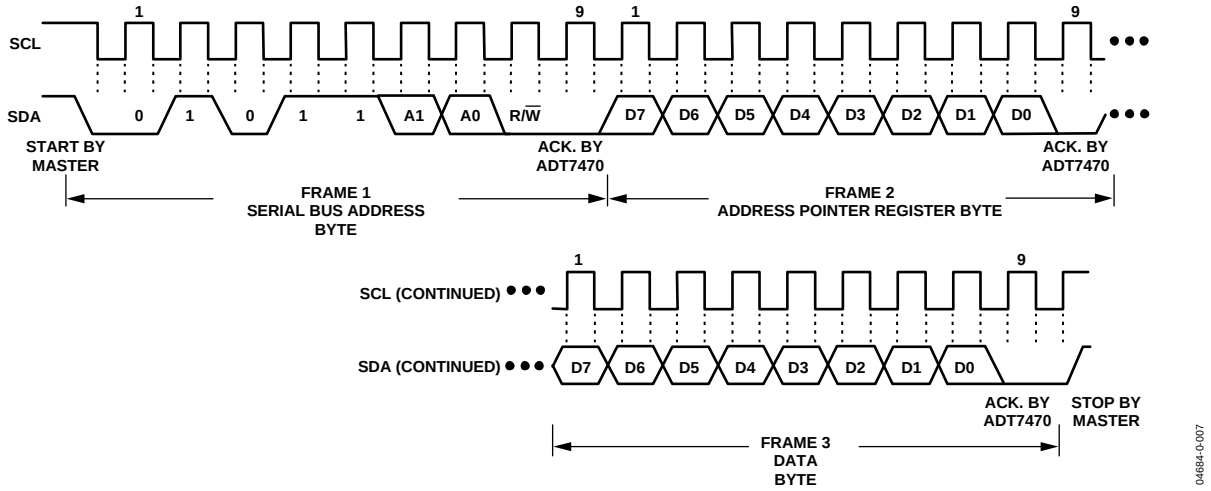
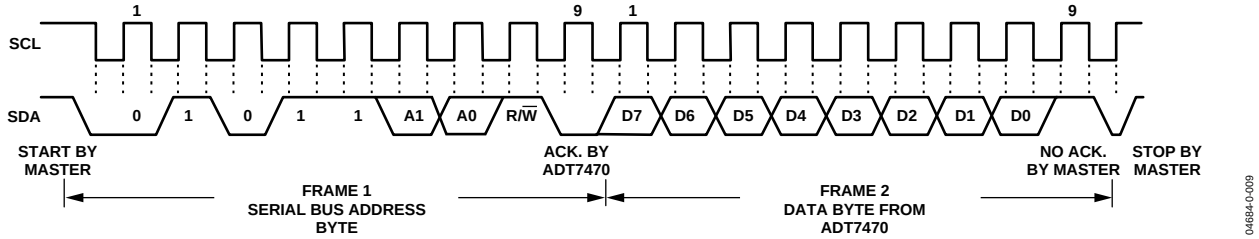

Figure 7. Writing a Register Address to the Address Pointer Register, Then Writing Data to the Selected Register
Figure 9. Reading Data from a Previously Selected Register
This is illustrated in Figure 7. The device address is sent over the bus followed by R/$\overline{W}$ set to 0. This is followed by two data bytes.
A read operation is then performed consisting of the serial bus address, R/$\overline{W}$ bit set to 1, followed by the data byte read from the data register. This is shown in Figure 9.
- In Figure 7 to Figure 9, the serial bus address is shown as the default value 01011(A1)(A0), where A1 and A0 are set by the address select mode function previously defined.